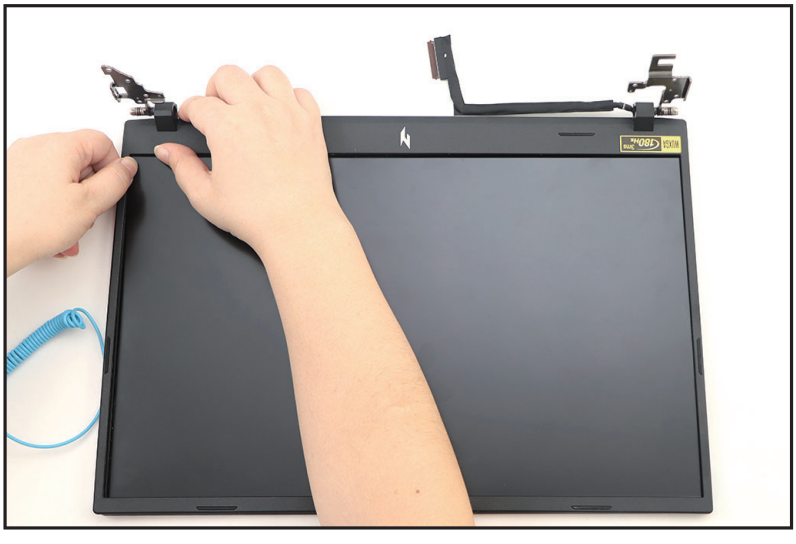

Figure 1-57. LCD Bezel Removal
5. Continue prying the bottom-left edge of the LCD bezel to disengage the latches. Then remove the LCD bezel from the LCD cover (Figure 1-57).